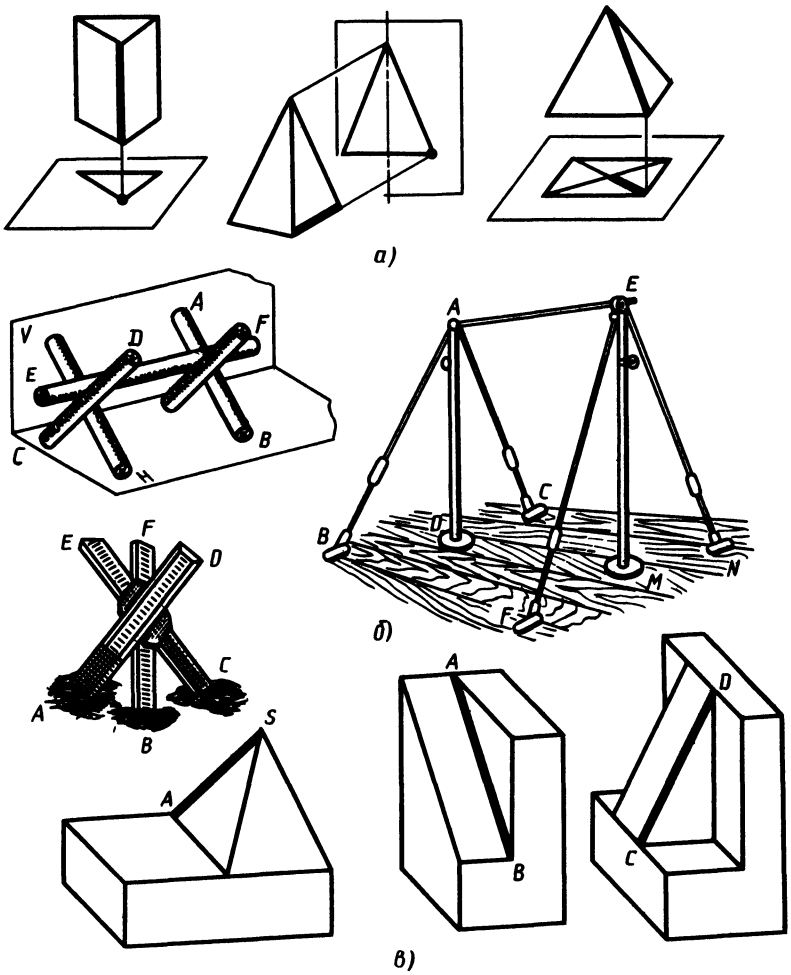

Рис. 216
90. Проверьте себя еще раз, хорошо ли вы знаете проекции прямой линии,— изобразите в трех прямоугольных проекциях (рис. 216):